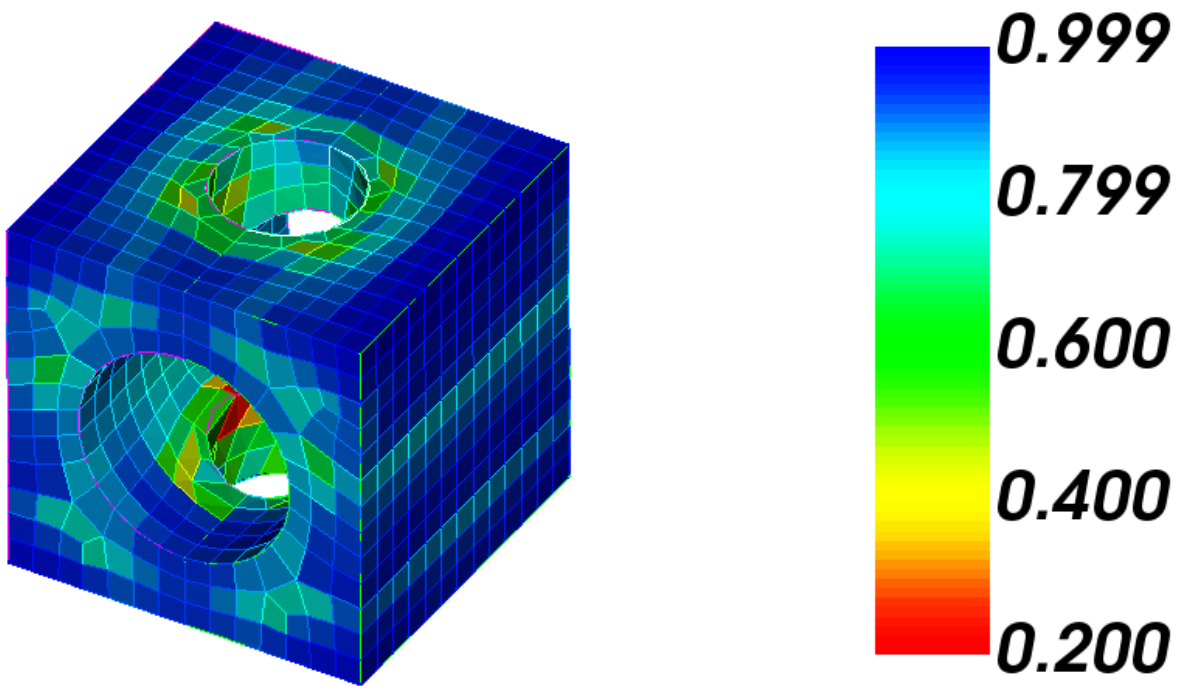

**Figure 5: Quality of final mesh**
**Step 4**: Final step. Figure 5 shows the quality of the final mesh. The command is: